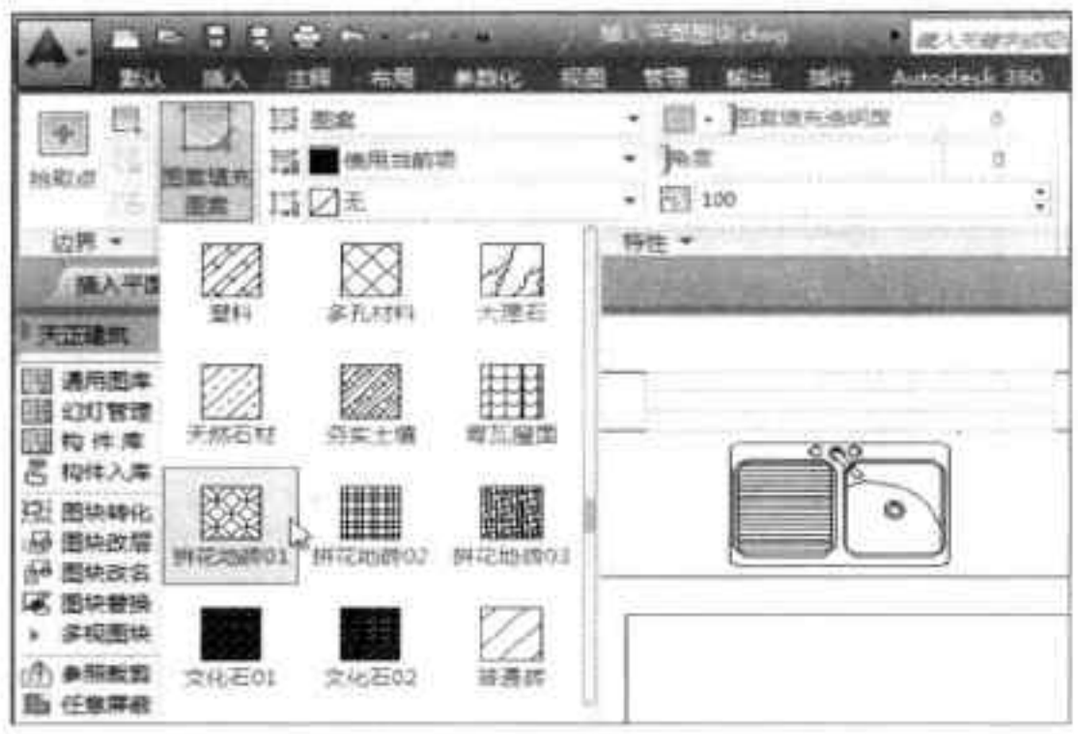

图18-27 选择填充图案
Step 01 在 AutoCAD 功能区中，执行“图案填充”命令，打开“图案填充创建”选项卡，单击“图案填充图案”按钮，在图案列表中，选择要填充的图案图形，如图 18-27 所示。